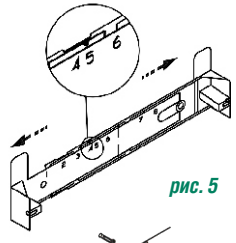

рис. 5
- прежде чем прикрепить кронштейн к стене, необходимо выставить его на нужный размер (равный ширине верхней фальштрубы). Увеличьте размер кронштейна (если это необходимо), раздвинув его, и установите фиксатор напротив цифры 5 (см. рис. 5)